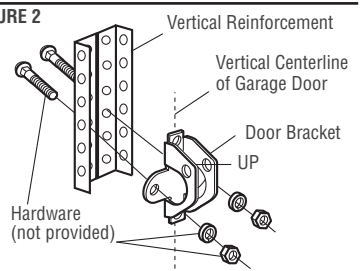

FIGURE 3
- Drill 3/16” fastening holes. Secure the door bracket using the self-threading screws. (Figure 3)